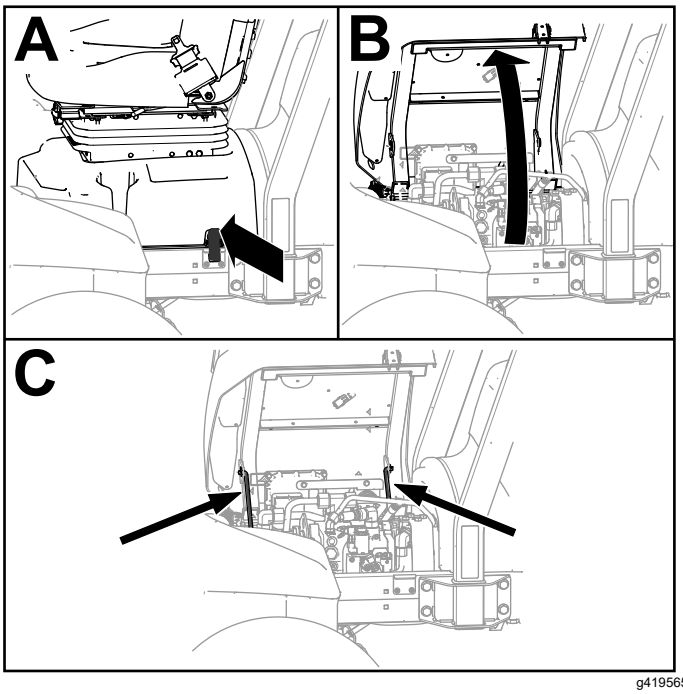

**Figuur 4**
1. Ontgrendel de stoelbasis (A van Figuur 4).
2. Kantel de stoel en de basis open (B van Figuur 4).
3. Ondersteun deze met de steunstangen (C van Figuur 4).